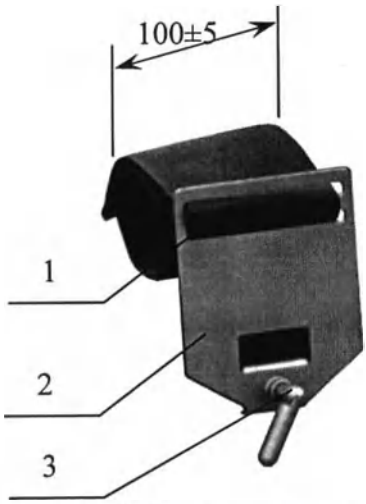

Рисунок 5. Рукодержатель.
5. Рукодержатель (фиксатор руки). Рисунок 5. Мягкий синтетический ремень шириной 100 мм с зажимом и нержавеющим креплением к направляющей стола, регулируется положение вдоль панели стола.